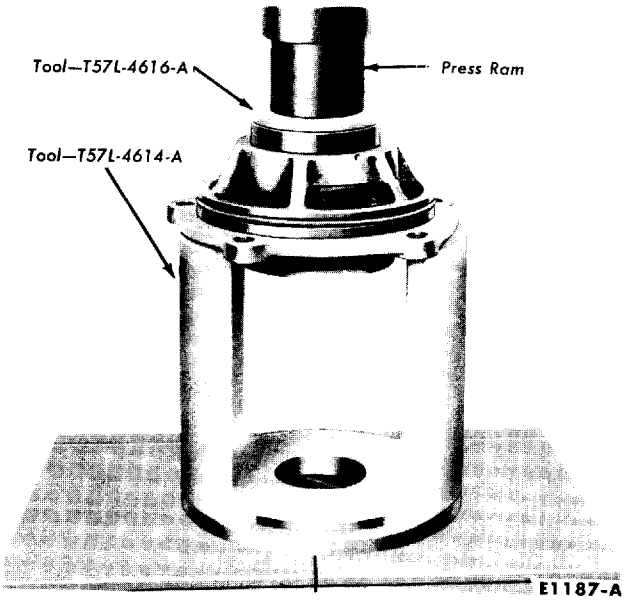

FIG. 16—Pinion Bearing Cup Removal
13. Do not remove the pinion bearing cups from the retainer unless the cups are worn or damaged. The flange and pilot of the retainer are machined during manufacture by locating on these cups after they are installed in their bores. If the cups are worn or damaged, they may be removed and replaced as shown in Figs. 16 and 17.